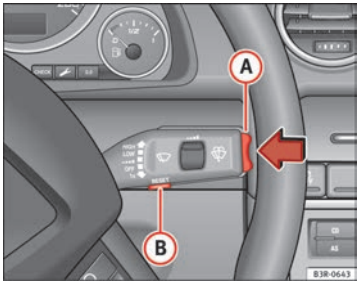

Fig. 63 Windscreen wiper lever: Reset button and rocker switch
Functions of the Reset (B) ⇒ Fig. 63 and the **rocker switch** (A):